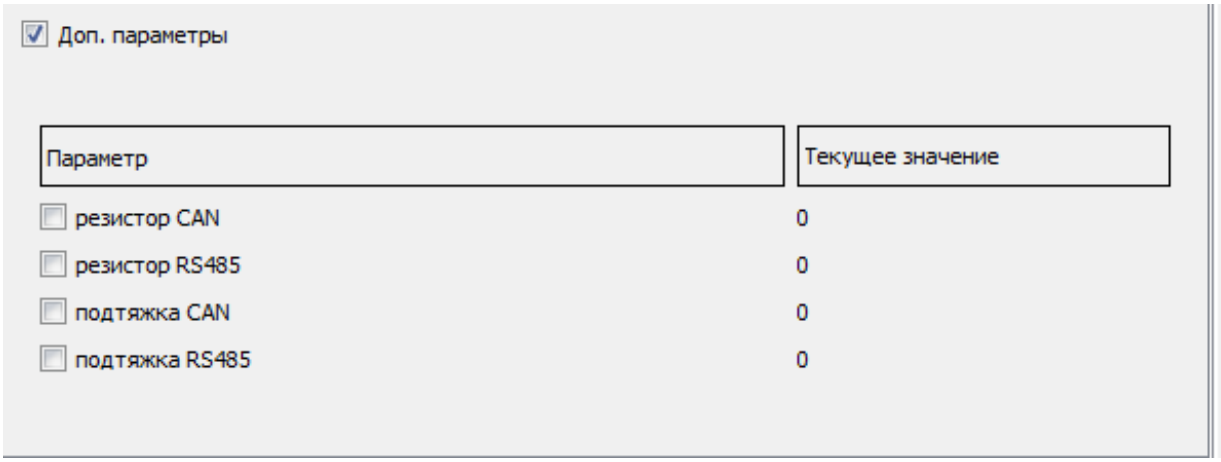

Рис. 13. Окно настроек дополнительных параметров
- Установите **дополнительные параметры**, указанные в данной вкладке, при необходимости (Рис. 13).